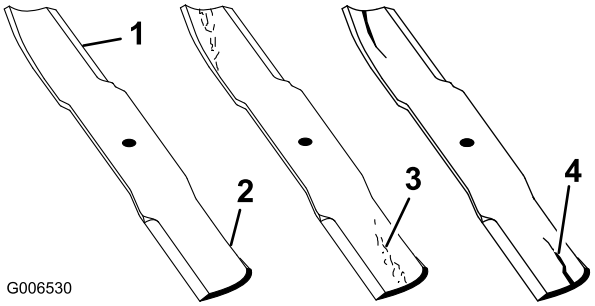

**Figur 48**
1. Undersøk kniveggene (Figur 48).
2. Undersøk knivbladene, spesielt buen (Figur 48).
**Merk:** Hvis du finner skader, slitasje eller ser at det begynner å bli hull i denne delen av kniven (elementer 3 og 4 i Figur 48), må den skiftes ut øyeblikkelig.